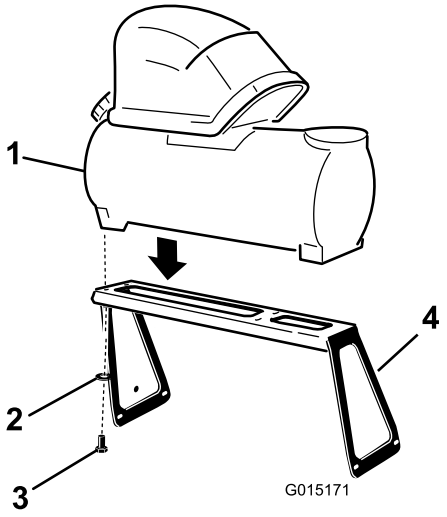

Figuur 2
1. Plaats de tank van de schuimmarkeerder op de montagebeugel zoals wordt afgebeeld op Figuur 2.